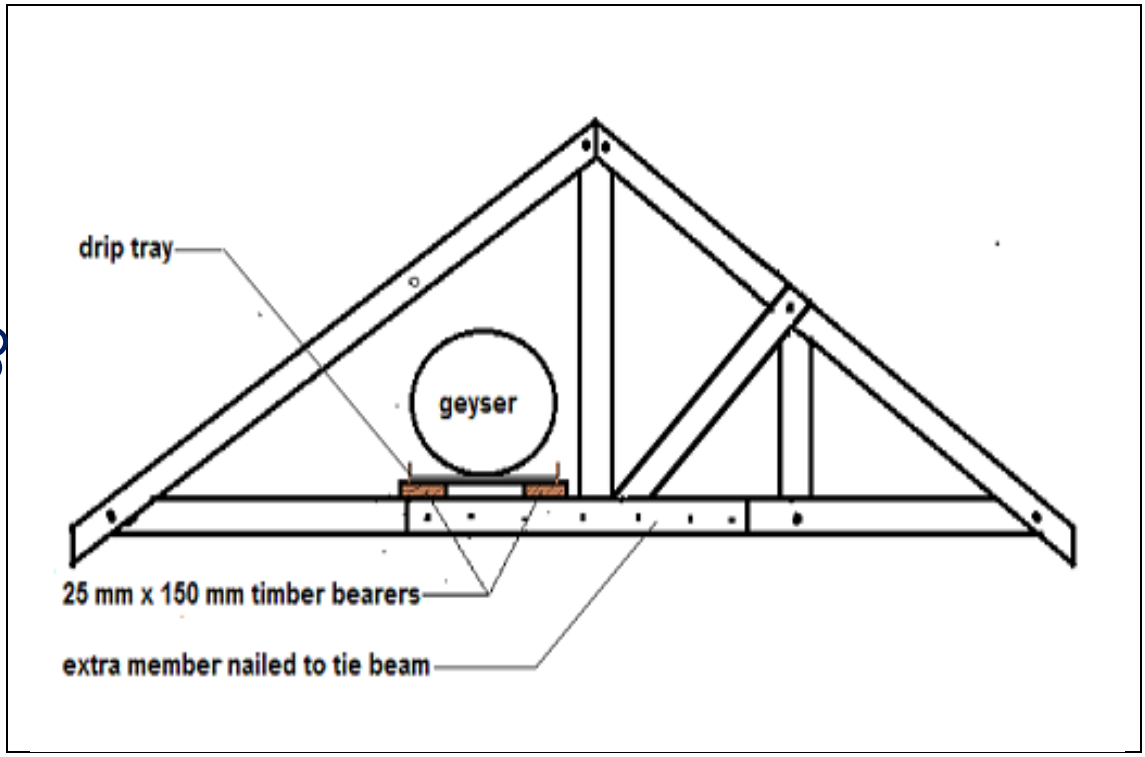

FIGURE 1
1.4 FIGURE 1 below shows a hot water geyser resting on a support deck, built across Howe trusses in a gable roof construction.
Study the diagram carefully and identify the incorrect method of installation and give the correct method or procedures that should have been followed to avoid the critical errors made in the installation of the support deck shown in FIGURE 1.